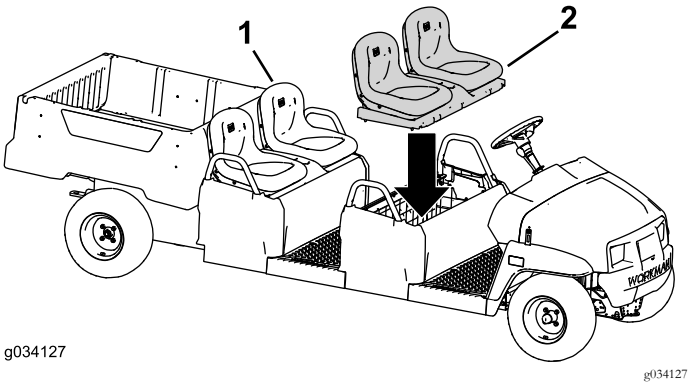

Figur 99
2. Montera det ursprungliga sätet på den bakre sätesraden (Figur 99).
3. Montera sätet på den främre sätesraden (Figur 99).